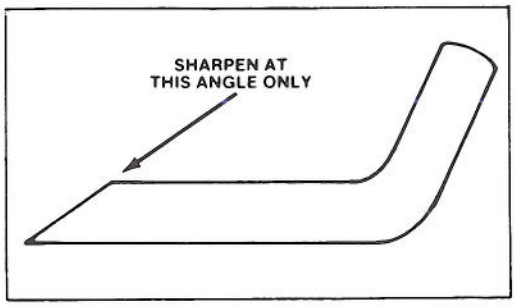

Figure 22
6. SHARPENING BLADE – Using a file, sharpen top side of blade and maintain original cutting angle (Fig. 22). The blade will remain balanced if same amount of material is removed from both cutting edges.